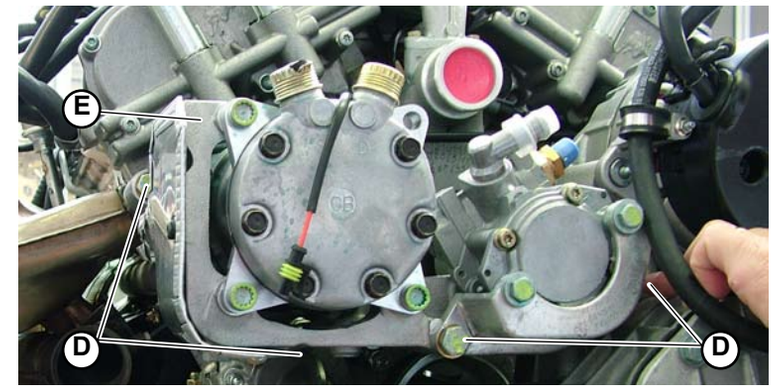

Fig.3
4. Tighten the 4 screws (**D-Fig.3**) that secure the power steering pump support frame (**E-Fig.3**), A/C compressor and alternator.